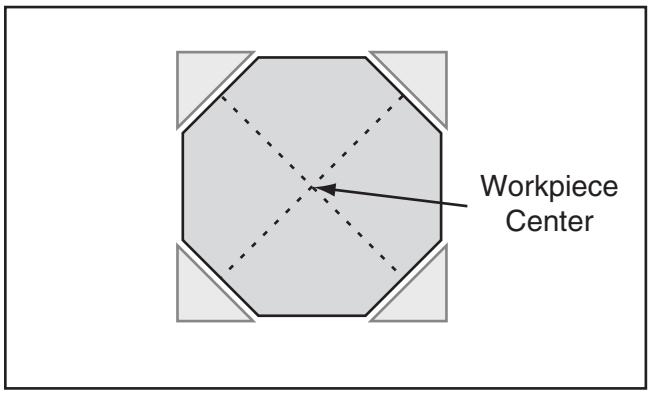

Figure 47. Corners of workpiece removed.
5. If your workpiece is over 2" x 2", cut corners off workpiece lengthwise to make turning safer and easier (see **Figure 47**).